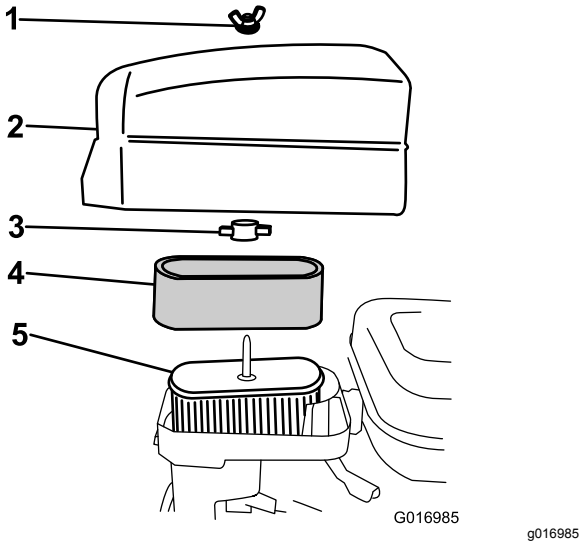

Figur 32
4. Om skumplastinsatsen är smutsig ska du ta bort den från pappersinsatsen (Figur 32) och rengöra den på följande vis: